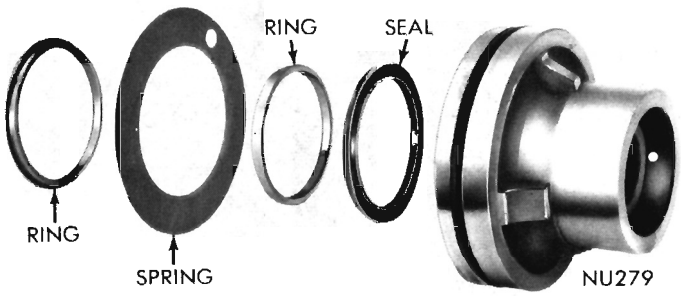

Fig. 22—Reaction Seal Ring in Worm Shaft Support
(43) Lubricate and install reaction seal in groove in face of housing head with flat side of seal out (Fig. 22). Install "O" ring in groove on housing head.
(44) Slide housing head and arbor, Tool C-3929 over the wormshaft carefully engaging cylinder head ferrule and "O" ring and making sure reaction rings enter circular groove in housing head. The power train is now ready for installation in housing.
(45) It is generally not necessary to remove sector shaft cover. However, this may be easily accomplished by removing the adjusting screw. While holding the cover, turn adjusting screw clockwise until the shaft becomes disengaged from cover. The adjusting screw and thrust washer will now slide out of the "T" slot in end of shaft.